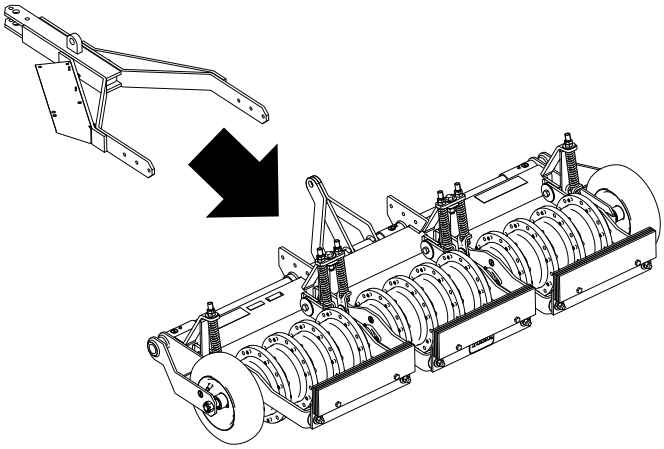

Figuur 5
2. Lijn de koppelinrichting uit met de beluchter zoals wordt afgebeeld op Figuur 5.